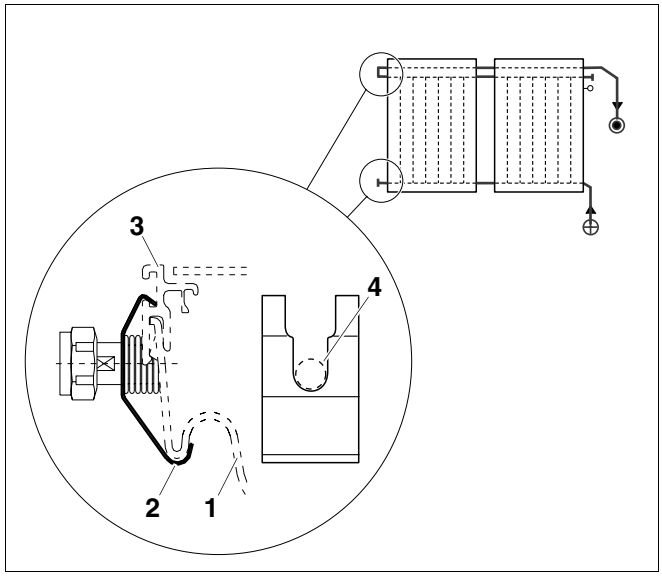

Afb. 67 Beveiligingsplaten monteren
- Plaats de onderzijde van de beveiligingsplaat (afb. 67, **pos. 2**) in de collectorkuip onder de aansluiting (afb. 67, **pos. 4**).
- Druk de beveiligingsplaat (afb. 67, **pos. 2**) bovenaan tegen de kader (afb. 67, **pos. 3**), tot ze in het kaderprofiel vastklikt.